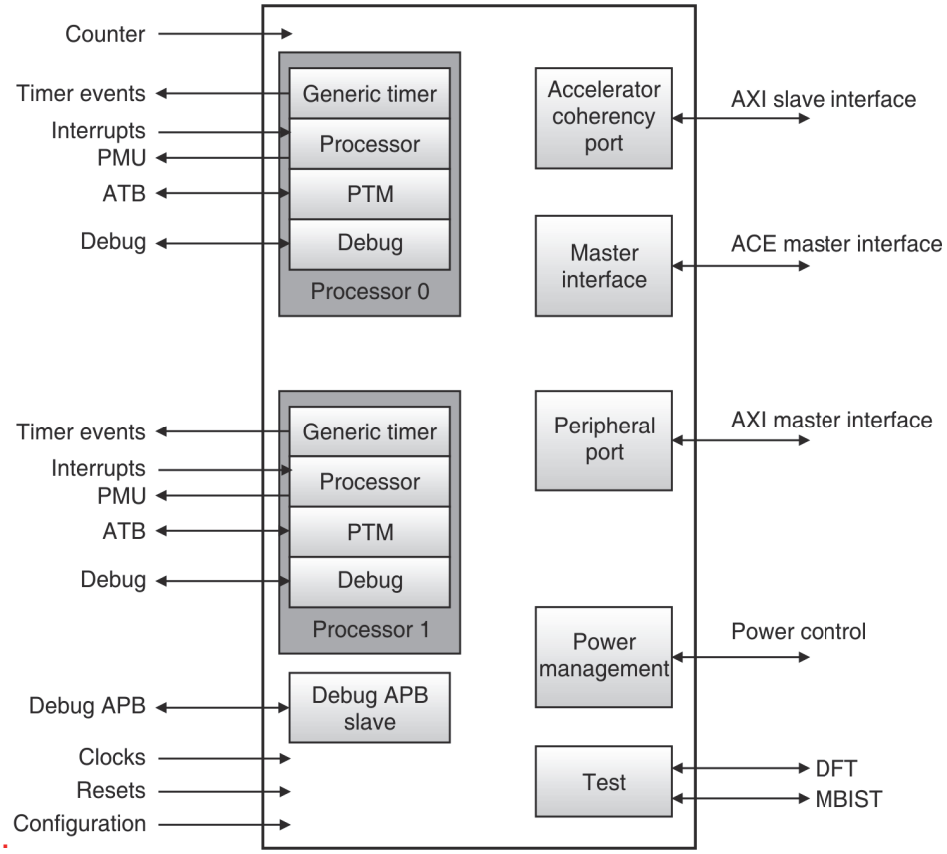

Fig. 6.4.1 : Multiprocessor block diagram
- Each processor in the Cortex-A processor will have its own generic timer, debugger etc. The block diagram of a Cortex-A processor is as shown in the Fig. 6.4.1.